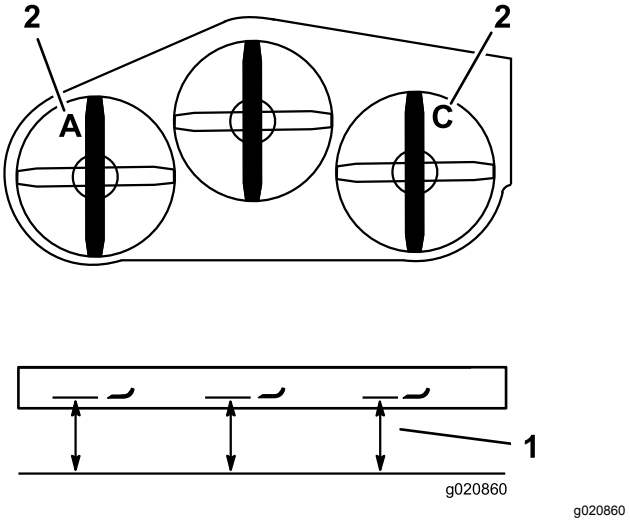

Figur 85
3. Mät den vänstra kniven vid punkt **A**, från en plan yta till knivens egg, och skriv upp måttet (Figur 85).
4. Mät den högra kniven vid punkt **C**, från en plan yta till knivens egg, och skriv upp måttet (Figur 85).
7. Justera okens justerskruvar i punkt **A** och **C** för att få rätt höjd (Figur 85).
3. Mät den högra kniven vid punkt **C**, från en plan yta till knivens egg, och skriv upp måttet (Figur 85).